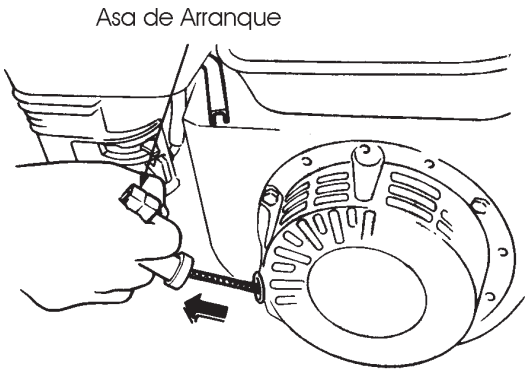

Figura 13. Asa de arranque
5. Tome el asa de arranque (Figura 13) y jale suavemente hacia afuera. La resistencia llega a ser más fuerte en cierta posición, eso corresponde al punto de compresión. Regrese la cuerda un poco desde ese punto y jale.